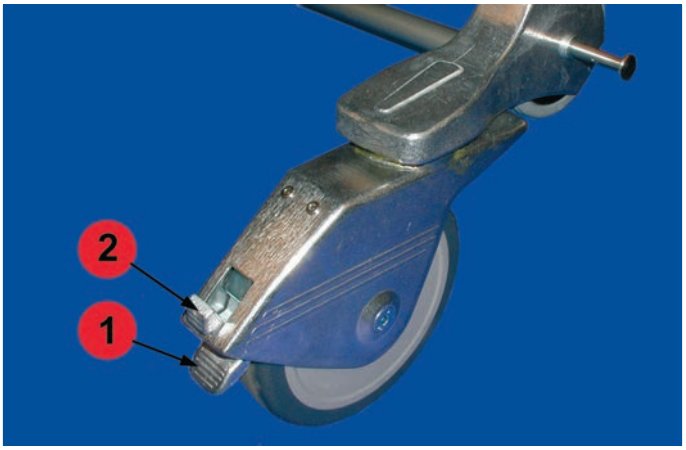

Bild 7
Hintere Lenkrollen (Bild 7)
■ Betätigen des unteren Bremshebels (Bild 7/1) stellt die Bremse fest, die Lenkrolle ist gebremst.
■ Betätigen des oberen Bremshebels (Bild 7/2) löst die Bremse, die Lenkrolle ist ungebremst.